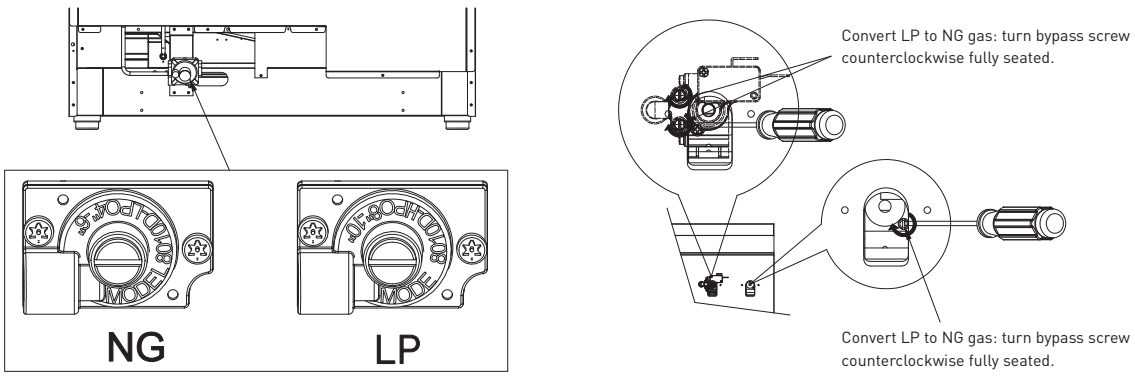

Figure 9 — Burner valve and bypass screw adjustment (LP → NG: counterclockwise, fully seated)
1.Using a small flat-blade screwdriver, turn each burner valve bypass screw counterclockwise until fully seated (see Figure 9).